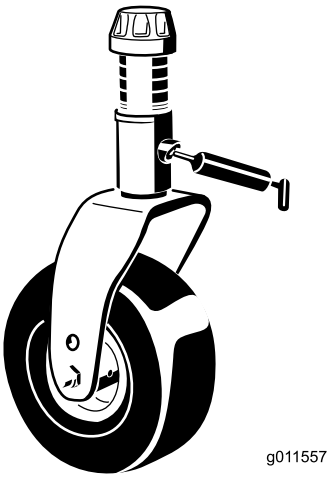

Figura 49
- Casquilho do eixo da forquilha da roda giratória (1 cada) (Figura 49)
- Rolamentos do eixo (4)
- Casquilhos articulados do braço intermédio (1) (no braço intermédio)